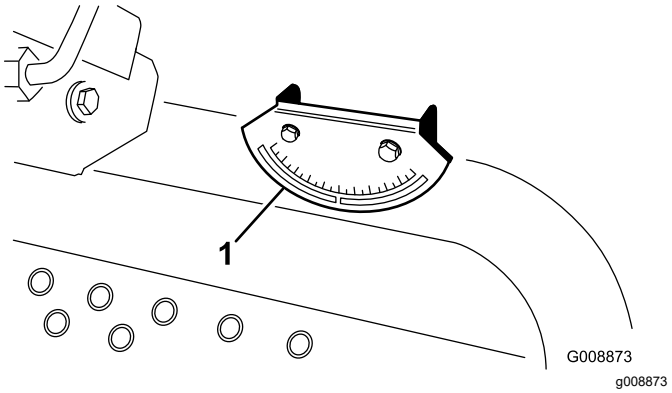

Rysunek 7
4. Sprawdź wskaźnik nachylenia zamontowany na kolumnie kierownicy maszyny (Rysunek 7).